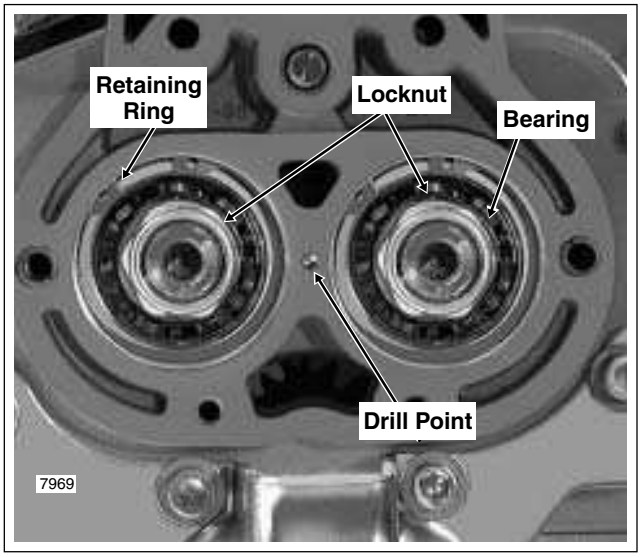

Figure 7-23. Side Door Bearings
Note that one side of the retaining rings are beveled. Always install the ring with the beveled side opposite the bearing. Side doors using the beveled retaining rings are marked with a “drill-point” hole between the bearing bores. See Figure 7-23.
7. Install a spacer and locknut on the threaded end of each shaft and tighten the nuts until finger tight. See Figure 7-23. Final tightening is performed under INSTALLATION, steps 5 and 6.
6. With the transmission locked, tighten the mainshaft and countershaft locknuts to 45-55 ft-lbs (61-75 Nm). See Figure 7-23.